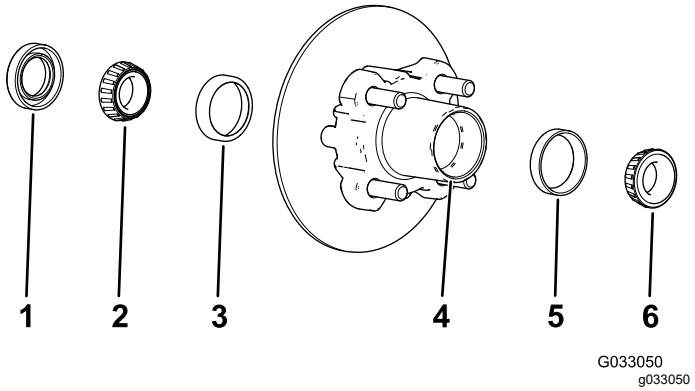

Figuur 30
1. Verwijder het buitenste lager en de loopring van het lager van de naaf (Figuur 30).
2. Verwijder de afdichting en het binnenste lager van de naaf (Figuur 30).
5. Verwijder alle vuil en vet uit de holte van de naaf (Figuur 30).
7. Vul de holte van de naaf voor 50 tot 80% met het aanbevolen smeermiddel (Figuur 30).
8. Monteer het binnenste lager op de loopring aan de binnenkant van de naaf en monteer de afdichting (Figuur 30).